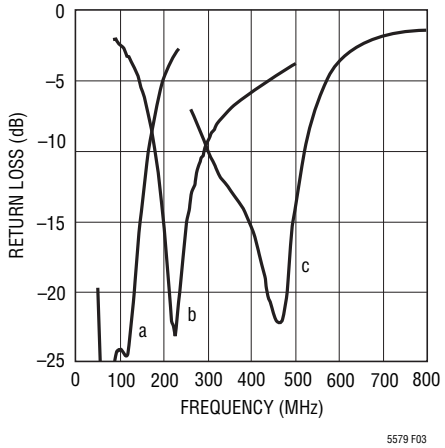
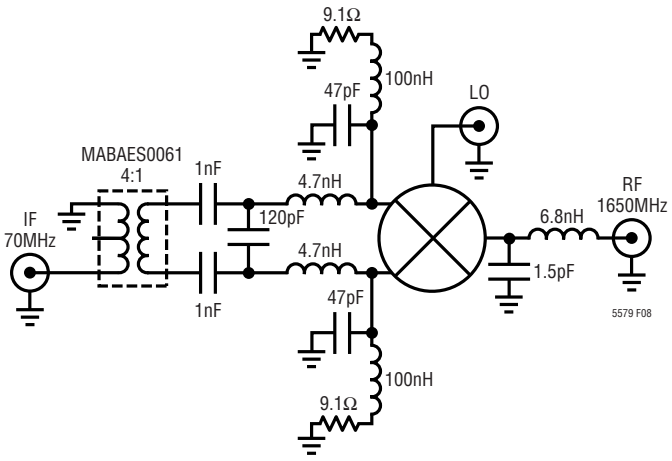

Figure 3. IF Input Return Loss with 70MHz (a), 240MHz (b) and 456MHz (c) Matching
Figure 8. IF Input Tuned for 70MHz
The measured return loss of the IF input is shown in Figure 3 for application frequencies of 70MHz, 240MHz and 456MHz. Component values are listed in Table 2. (For 70MHz matching details, refer to Figure 8.)
(3) See Figure 8
In this case, the LT5579 was evaluated while tuned for an IF of 70MHz and an RF output of 1650MHz. The matching configuration is shown in Figure 8.